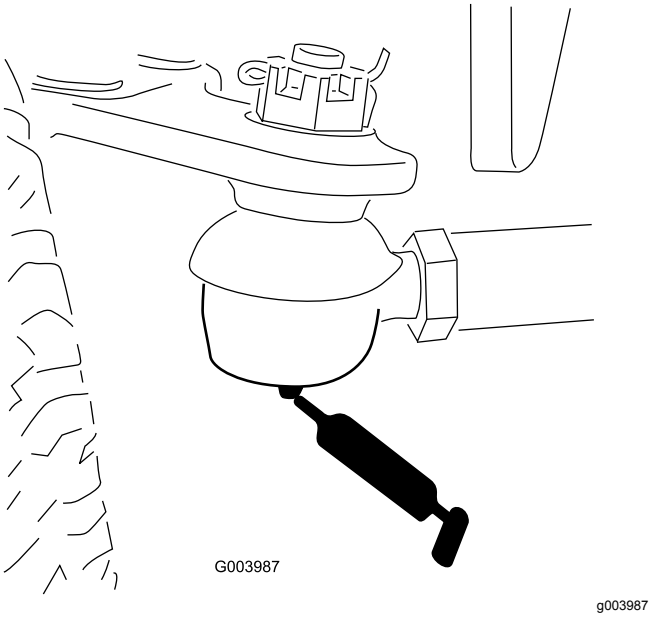

Figuur 68
- Trekstang van achteras (2) (Figuur 68)